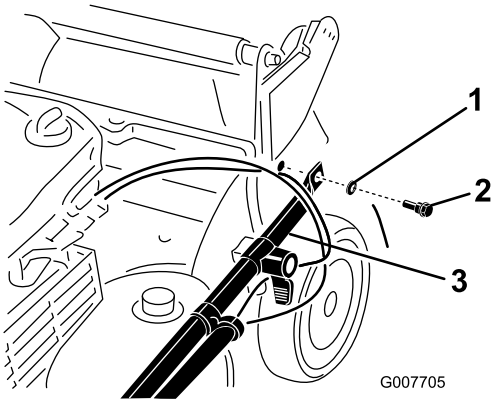

Figur 3
2. Montera handtagsändarna på klipparhuset med de båda brickorna och handtagsbultarna (Figur 3), **men dra inte åt bultarna.**